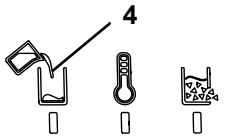

Fig. 12
- ♦ L'indicatore "Riscaldamento/Pronto esercizio" (5, Fig 12) è spento.